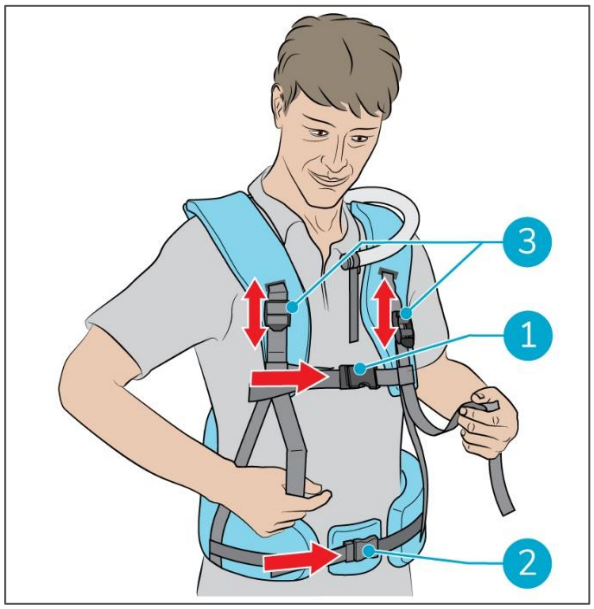

Abbildung 22
2. Schließen Sie den Brustgurt (Abbildung 22, Pos. 1) und den Bauchgurt (Abbildung 22, Pos. 2).
3. Passen Sie die Länge der Gurte für mehr Komfort an (Abbildung 22, Pos. 3).